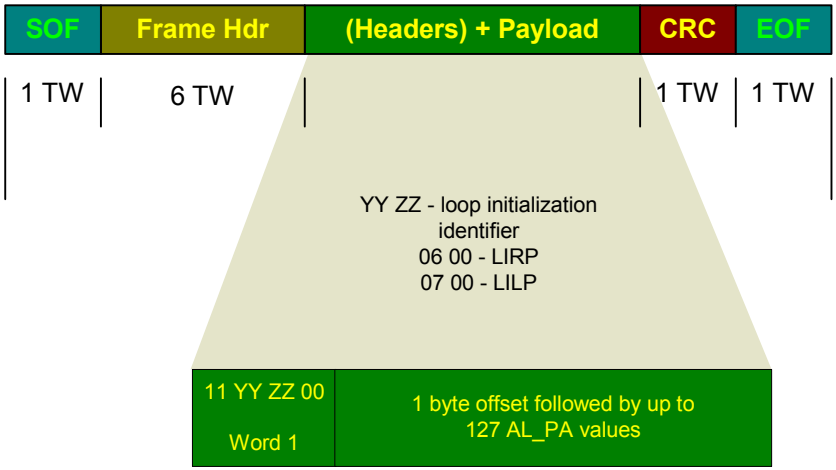

Figure 531 **LIRP/LILP frame format**
- The **LIRP** step involves building a map of the AL_PA values according to their position on the loop relative to the temporary loop master. The temporary loop master begins this process by building a LIRP frame with the structure shown in Figure 531 on page 1376.